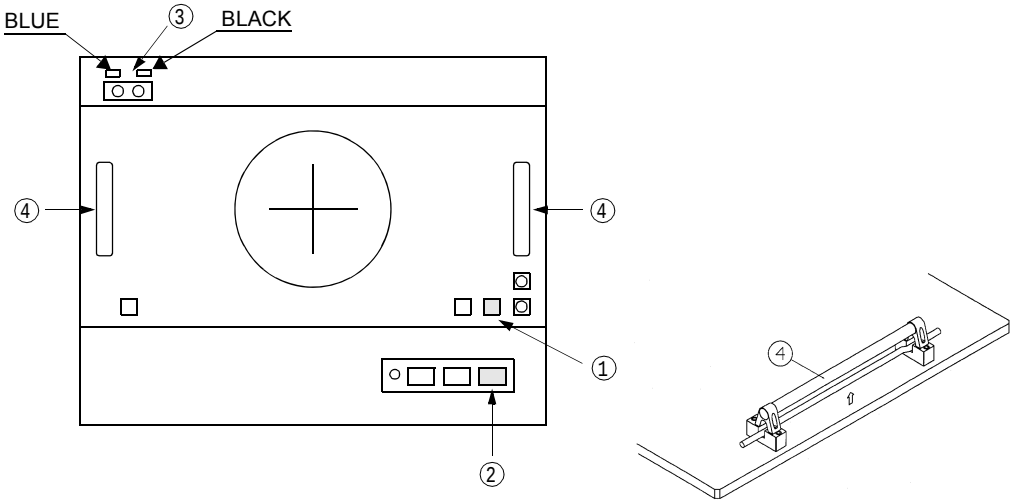
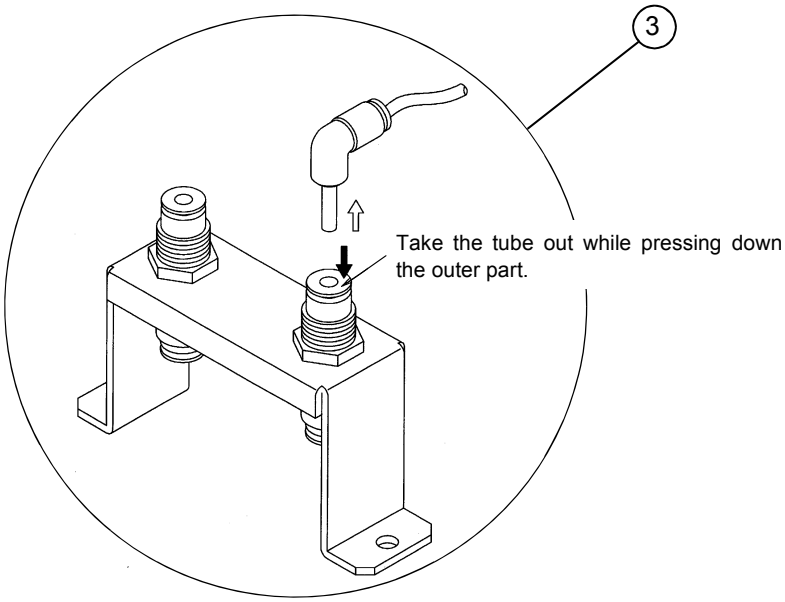

Figure 5-5 TH (1)
Figure 5-6 How to Take Out the Tube
(1) Press button ① in Figure 5-5 to let the performance board free, then remove the performance board.
(2) Press the MB FREE button (button ② in Figure 5-5) to let the HIFIX free.
(3) Unscrew the four screws on the outer panel of the HIFIX, then remove the outer panel.
(4) Remove the air hose connected to ③ in Figure 5-5 using shown in Figure 5-6. (Note 1)
(5) Hold the handles and the levers ④ in Figure 5-5 and remove the HIFIX. (Note 2)
(4) Remove the air hose connected to ③ in Figure 5-5 using shown in Figure 5-6. (Note1)
(5) Hold the handles ④ in Figure 5-5 and remove the HIFIX. (Note2)